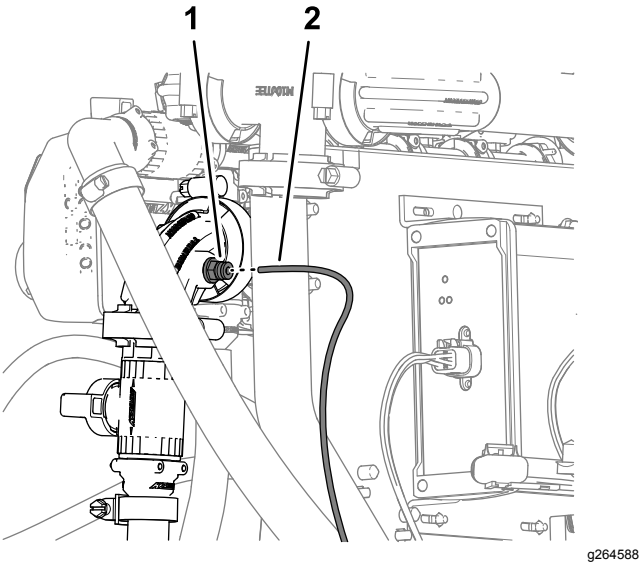

Figur 140
5. Ret enden af tryksensorrøret (plastik) til trykmåleren i instrumentpanelet ind efter låsemuffen til rørkoblingen i 90° fittingen på afbryderventilen til det håndholdte sprøjtestavs- eller det elektriske slangetromlesæt (Figur 140).
6. Sæt sensorrøret i låsemuffen, så røret sidder korrekt (Figur 140).